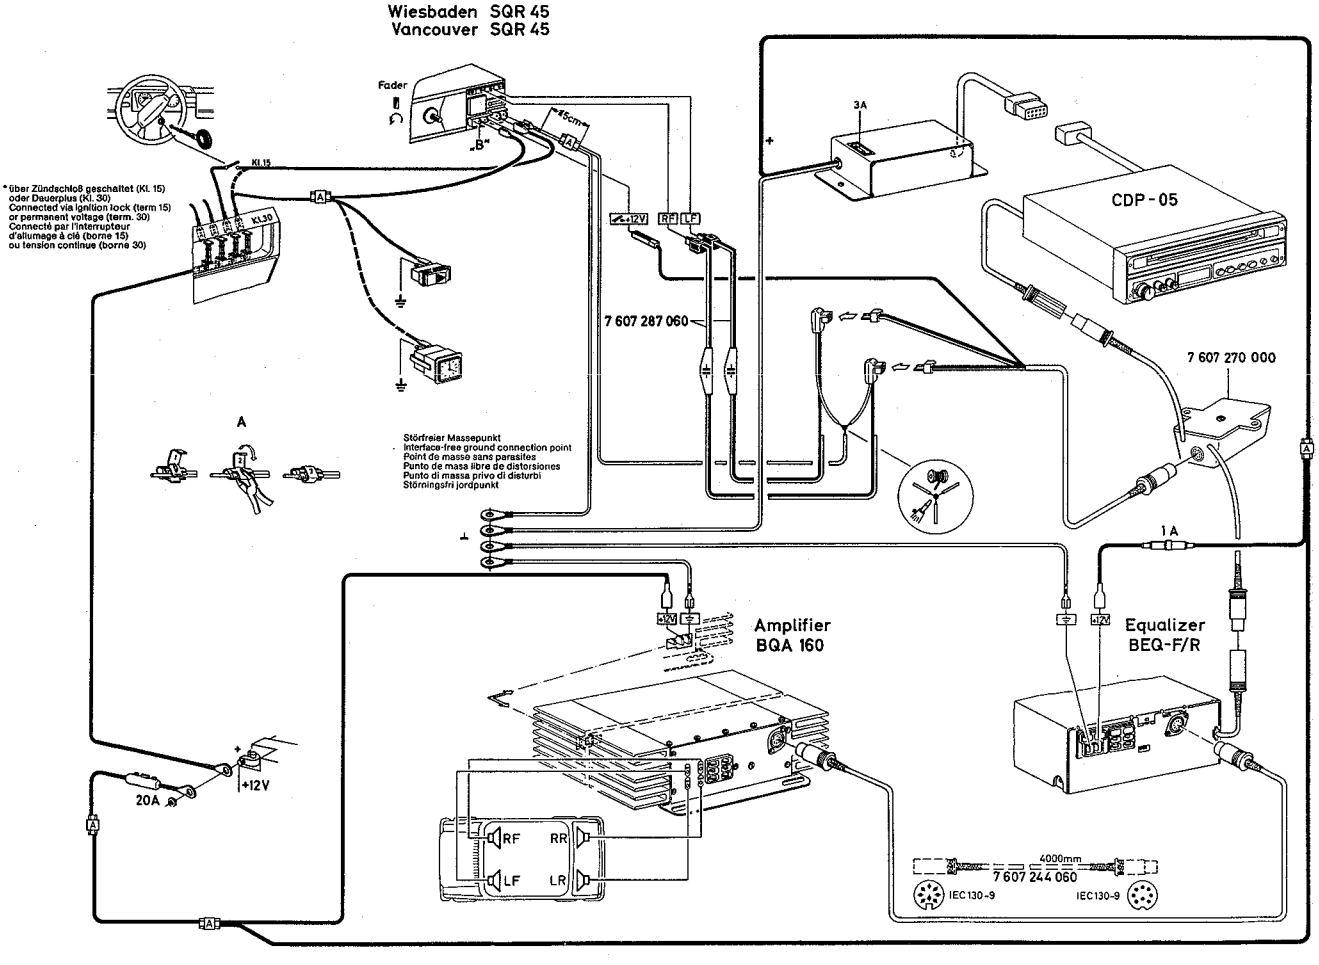

Fig. 10
5. Anschluß für Autoradios mit Brückenendstufen, z.B. Vancouver/Wiesbaden, nur mit Interfacekabel 7 607 287 060 und Interfaceregler 7 607 270 000, siehe Fig. 10.
5. Connection of car radios with bridged amplifiers, e.g. Vancouver/Wiesbaden, only by means of cable 7 607 287 060 and interface control 7 607 270 000, see fig. 10.
5. Raccordement d'autoradios à étages de sortie en pont, p. ex. Vancouver/Wiesbaden, seulement à l'aide du câble d'interface 7 607 287 060 et du régulateur d'interface 7 607 270 000, voir fig. 10.
5. Conexión de autorradios con etapa de salida en puente, p. ej. Vancouver/Wiesbaden, sólo por medio del cable de interface 7 607 287 060 y del regulador de interface 7 607 270 000, véase Fig. 10.